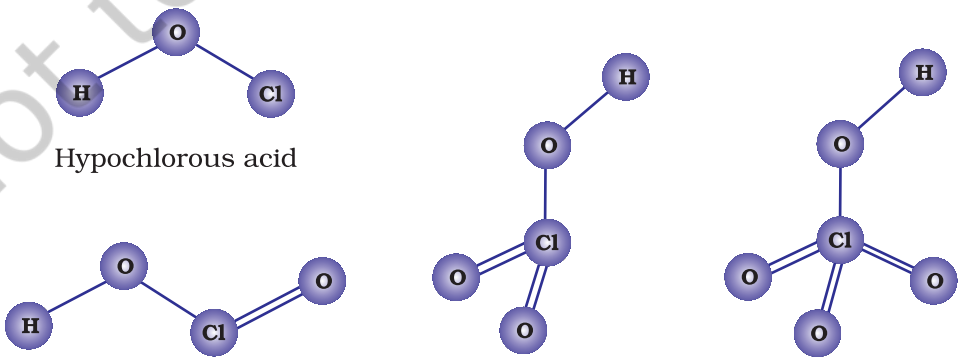

Fig. 7.8 The structures of oxoacids of chlorine
Due to high electronegativity and small size, fluorine forms only one oxoacid, HOF known as fluoric (I) acid or hypofluorous acid. The other halogens form several oxoacids. Most of them cannot be isolated in pure state. They are stable only in aqueous solutions or in the form of their salts. The oxoacids of halogens are given in Table 7.10 and their structures are given in Fig. 7.8.